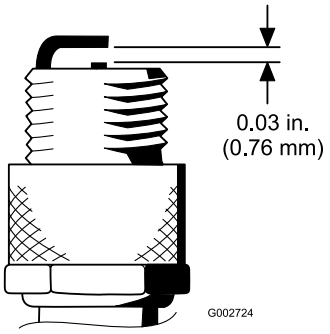

Figuur 28
4. Zorg ervoor dat de elektrodenafstand tussen de centrale elektrode en de massa-elektrode 0,76 mm bedraagt (Figuur 28). Plaats een bougie met de juiste elektrodenafstand en monteer deze met een pakkingafdichting. Draai de bougie vast met een torsie van 23 Nm. Als u geen momentsleutel gebruikt, moet u de bougie stevig vastdraaien.